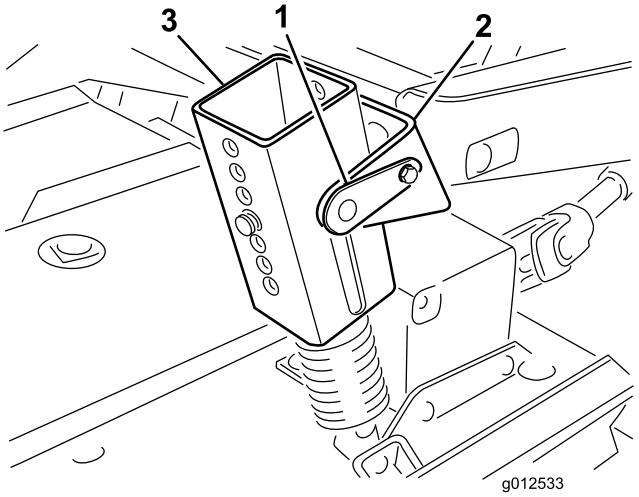

図 1
2. 200 シリーズのトラクションユニットのみトラクションユニットからカウンタバランスを外してブラケットからロックピンを抜き、スプリングテンションアセンブリをブラケットから分離してデッキの上に置く。ロックピンは紛失しないようにブラケットに止めておく図 1。